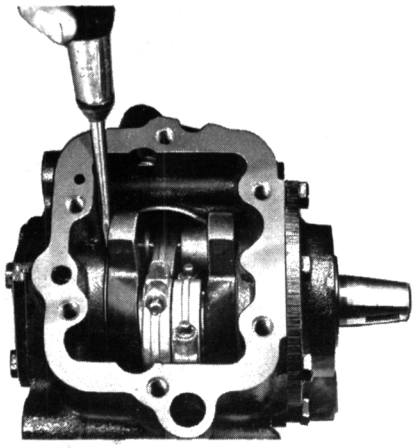

Fig. 64—Measuring Crankshaft Axial Movement
(1) Press crankshaft ball bearing on crankshaft using a sleeve which bears on inner race **only.**
(2) Install crankshaft, making sure the thrust washer is on the rear bearing journal before placing crankshaft in the crankcase.
(3) Rotate crankshaft to engage the oil pump shaft in the crankshaft slot.
(4) Install new gas seal and crankshaft bearing housing. Use a suitable tool, (Fig. 64) to assure free axial movement.
(5) Install pistons and connecting rods.
(6) After pistons and connecting rods are installed, turn the crankshaft to check freeness. Shaft should turn without binding.
(7) Install oil sump, valve plates and cylinder heads, using new gaskets.